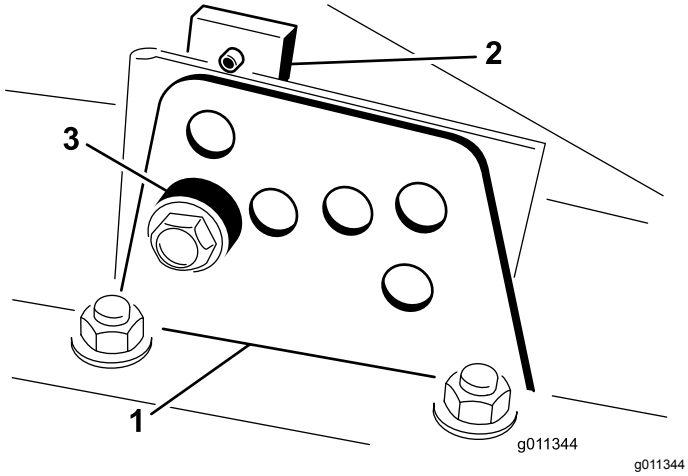

Figur 4
2. Lossa bulten som fäster klipphöjdsfästet på klipphöjdsplattan (längst fram och på vardera sida) (Figur 4).
4. Ta bort distansbrickan samtidigt som du stöttar kammaren (Figur 4)